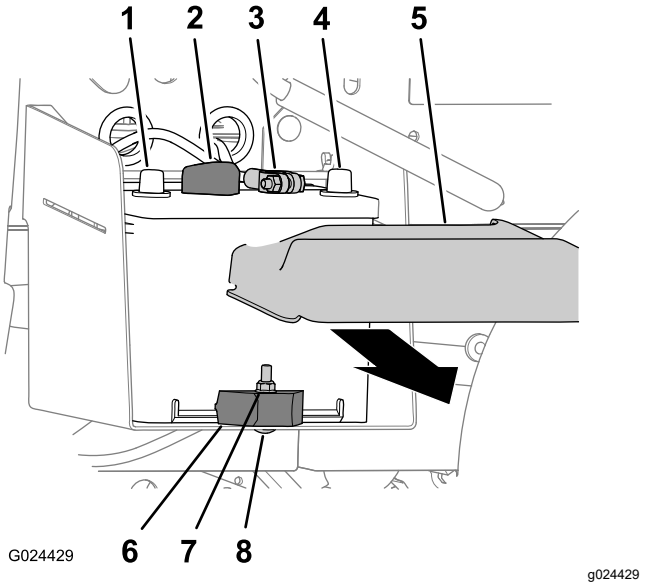

Figur 40
1. Klem på sidene av batteridekslet, og fjern dekslet fra toppen av batteriet (Figur 40).
2. Koble den negative batterikabelen fra batteriklemmen (Figur 40).
3. Koble den positive batterikabelen fra batteriklemmen (Figur 40).
2. Fjern låsemutteren, låsebolten og batterifestet som fester batteriet til batteriholderen (Figur 40).
3. Fjern batteriet fra batteriholderen (Figur 40).
1. Juster batteriet til batteriholderen i maskinen (Figur 40).
Merk: Pass på at de positive og negative polene til batteriet er stilt inn som vist i Figur 40.
2. Fest batteriet til batteriholderen med batterifestet, låsebolten og låsemutteren (Figur 40).
1. Koble den positive batterikabelen til batteriklemmen (Figur 40).
2. Koble den negative batterikabelen til batteriklemmen (Figur 40).
3. Monter batterideksle over batteriet (Figur 40).